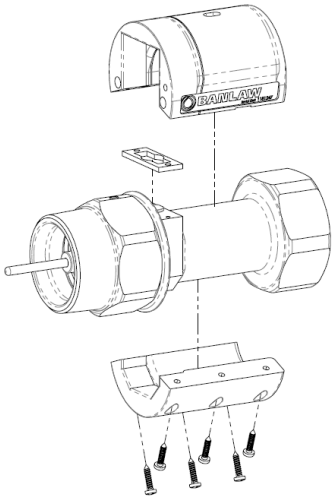

Figure 9 Exploded view of the Wireless Swivel
- Remove either 6 or 8 screws (dependent on Wireless Swivel Module generation) – refer Figure 9 below,